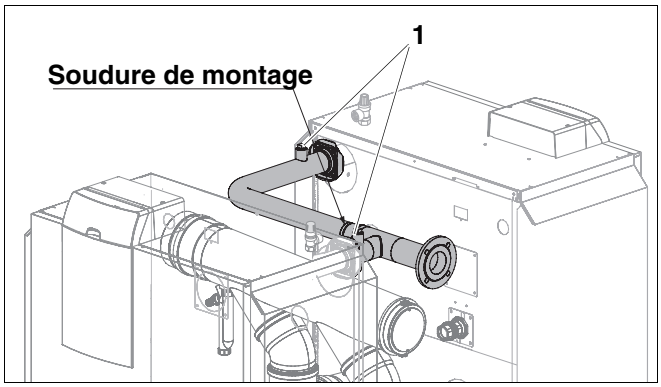

Fig. 7 Souder le raccordement départ
Les manchons du raccordement départ (fig. 7, **pos. 1**) sont prévus pour la purge.